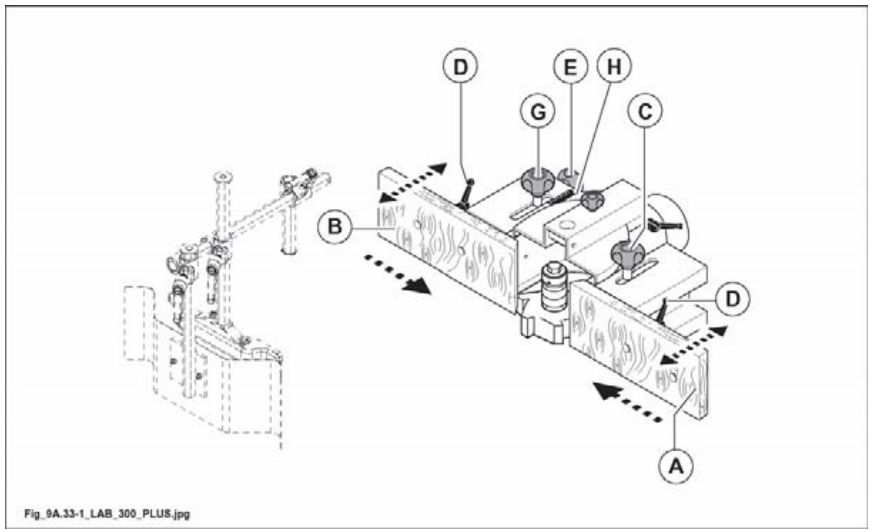

Abb. 9.33-1
Gleichzeitige Einstellung der Führungen A und B (Abb. 9.33-1).
- Die Führung (A Abb. 9.33-1) mit dem Knauf (E Abb. 9.33-1) einstellen, nachdem der Knauf (C Abb. 9.33-1) gelöst worden ist.
- Die Führung (B Abb. 9.33-1) mit dem Knauf (E Abb. 9.33-1) einstellen, nachdem der Knauf (G Abb. 9.33-1) gelöst worden ist.
- Anschlaglineale (A und B Abb.9.33-1)sollen möglichst nähe dem Werkzeug (rund 2-3 mm)sein. Die Durchführung dieser Einstellung erfolgt durch die zwei Griffe (D Abb.9.33-1) hinter den betreffenden Anschlaglinealen.
Die Verschiebung zwischen den beiden Tischen auf der Anzeige (H Abb. 9.33-1) einstellen. Wenn die Anzeige auf "0" steht, sind die beiden Führungen miteinander ausgerichtet.
- Nach der Einstellung die Knäufe C und G (Abb. 9.33-1) anziehen.